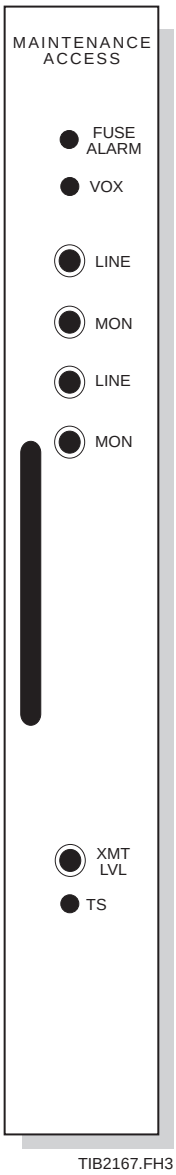

***Figure 5-19. Maintenance Access Unit Front Panels***
***Unit Front Panel.*** Refer to **Table 5-16** for a list of front panel controls and indicators and **Figure 5-19** for an illustration of the front panel. **Table 5-17** lists the card strapping.